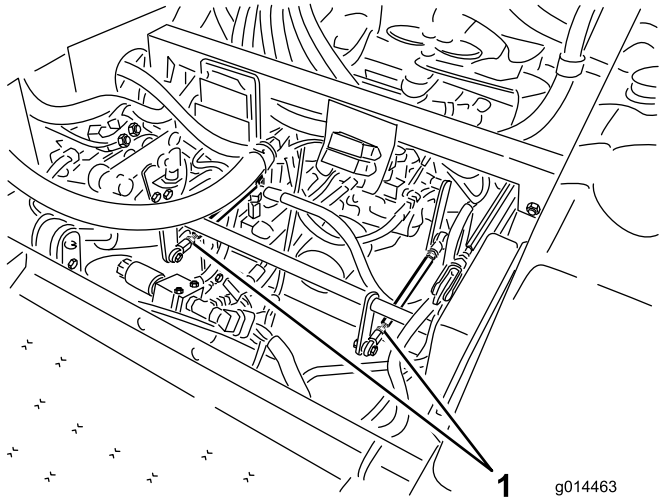

Figura 59
- Se la ruota posteriore sinistra gira, allentate i controdadi sull'asta di comando della trasmissione sinistra (Figura 59).